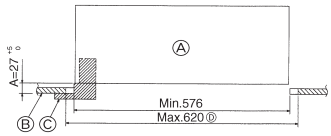

Fig. 4-6
3. Wenn sich die Hauptanlage nicht an den Montagelöchern in der Decke ausrichten läßt, kann sie mit einem dafür vorgesehenen Schlitz in der Montageplatte angepaßt werden. (Fig. 4-6)